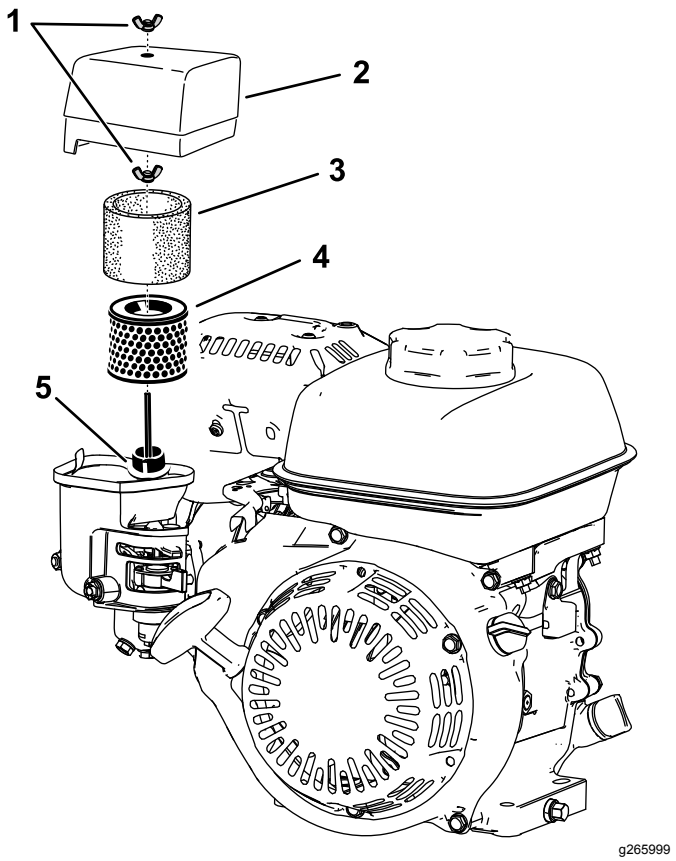

Rysunek 19
2. Odkręć nakrętkę motylkową mocującą pokrywę filtra powietrza (Rysunek 19).